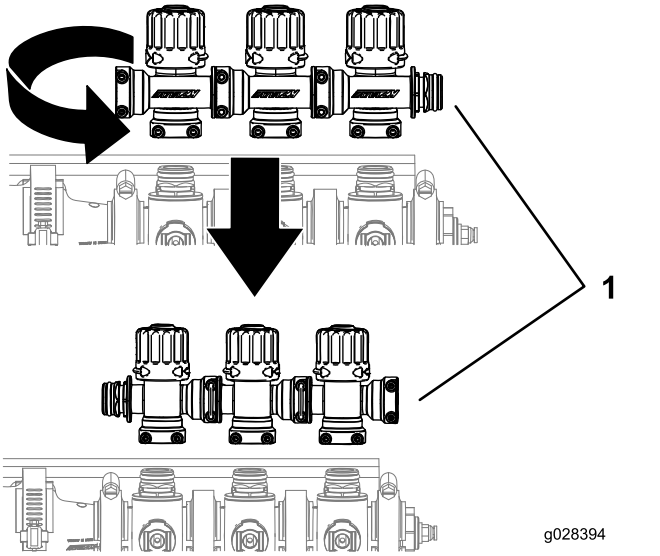

Figura 5
4. Rode o conjunto de ajuste de derivação 180 graus como se mostra na Figura 5.